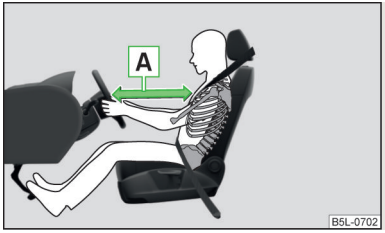

Fig. 9
- For the driver and front passenger, it is important to maintain a distance of at least 25 cm to the steering wheel or the dashboard» fig. 9 - A, If you do not keep this distance, it means that the airbag system cannot protect you - There is a risk to life! The front seats and the head restraints must always also be correctly adjusted to match the body size of the occupant.